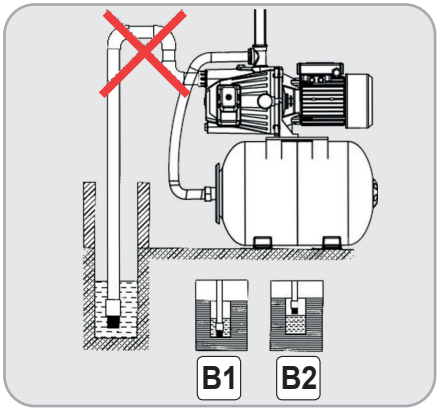

Fig.4
- **Incorecta** - vezi Fig.4.
Sorbul de admisie (10) trebuie amplasat vertical si la 30 cm de fundul apei pentru a evita aspirarea de impuritati, nisipuri sau pietre (Fig.4 B1).
Daca hidroforul preia apa din puturi sau bazine, trebuie sa controlati scaderea nivelului apei in timpul functionarii. Daca sorbul de admisie ajunge deasupra suprafetei apei (Fig.4 B2), hidroforul va functiona in gol si trebuie oprit.